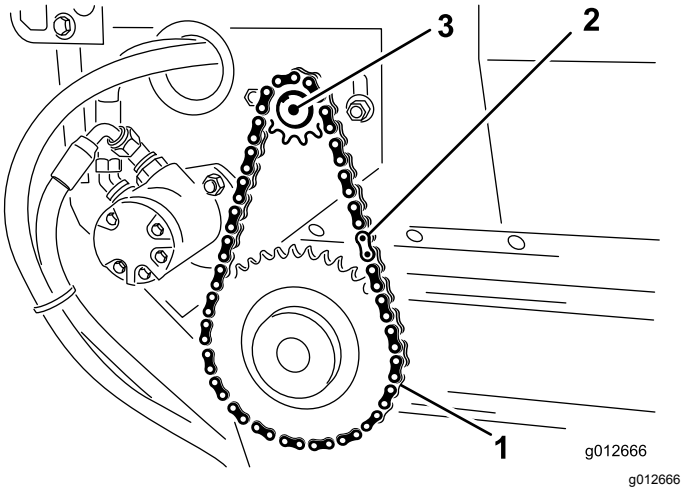

Rysunek 32
1. Załóż łańcuch na małe koło łańcuchowe i zamocuj go za pomocą ogniwa głównego (Rysunek 32).